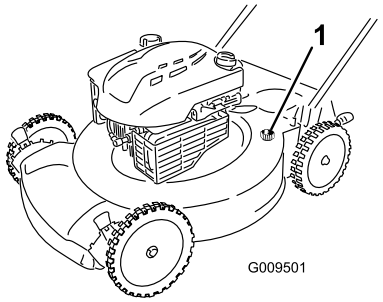

Figuur 31
4. Bevestig een tuinslang die aangesloten is op een kraan aan de wasaansluiting op de machinebehuizing (Figuur 31).